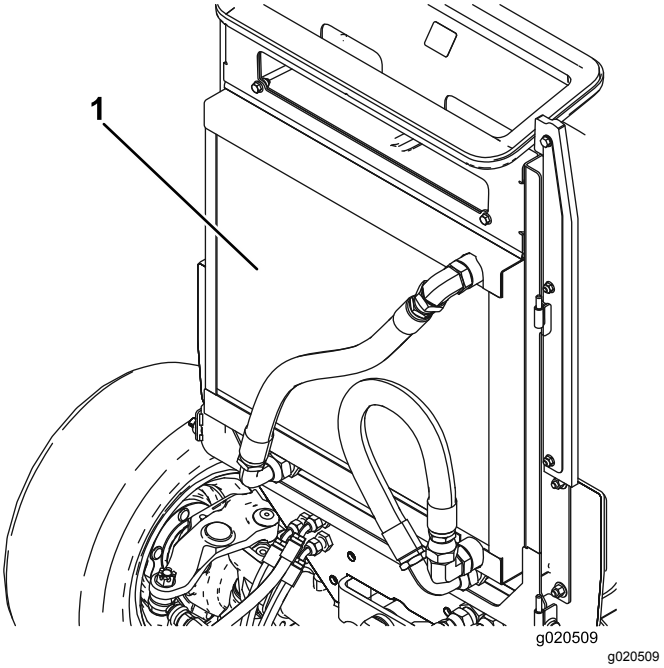

**Figur 73**
3. Rengør begge sider af oliekøleren og køleren (Figur 73) grundigt med trykluft. Start fra forenden, og blæs snavs ud mod bagsiden. Rengør dernæst fra bagsiden, og blæs mod forenden. Gentag proceduren adskillige gange, indtil snavs og avner er fjernet.